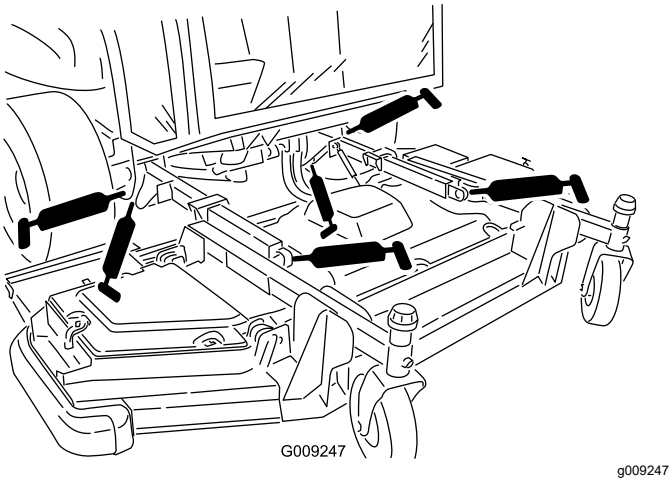

**Figuur 84**
- 2 lagerbussen van de hefarm (Figuur 84)
- 2 kogelverbindingen van de hefarmen (Figuur 84)
- 2 draaipunten hefcilinder voorste maaidek (Figuur 84)